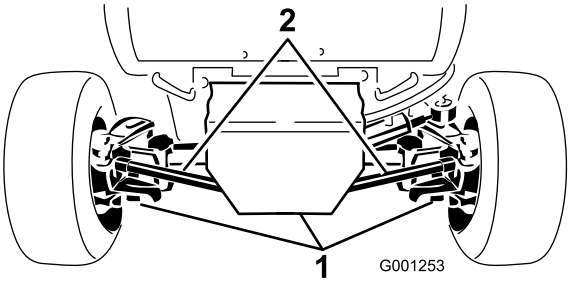

Figuur 53
2. Reinig de omgeving van de drie aftappluggen, (1) aan elke kant en (1) in het midden (Figuur 53).